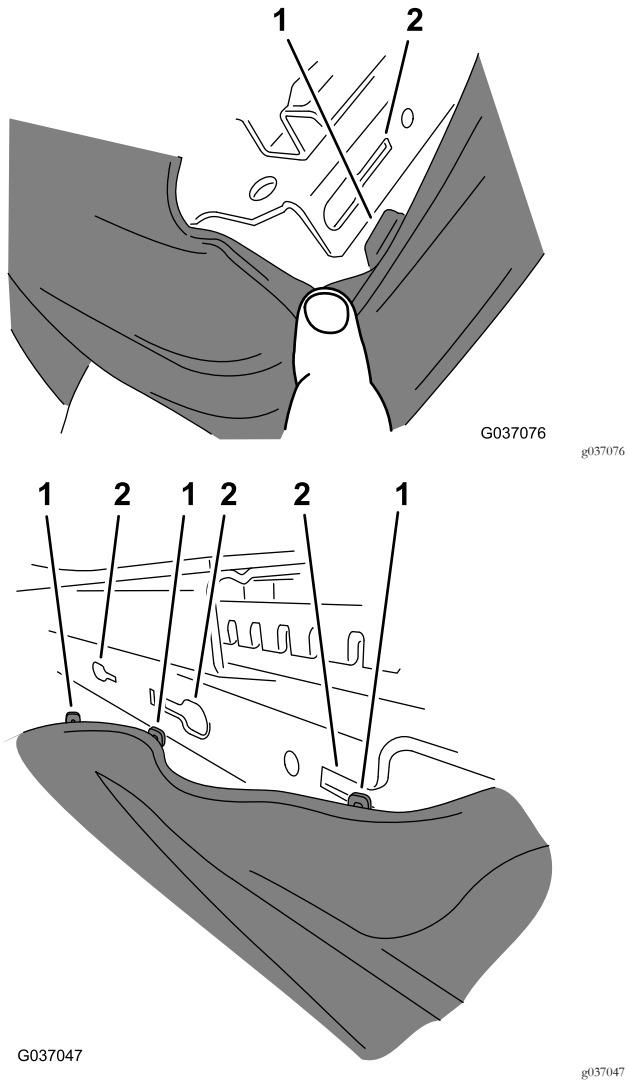

Figure 9
3. Remove the boot from the seat base as follows (Figure 9).